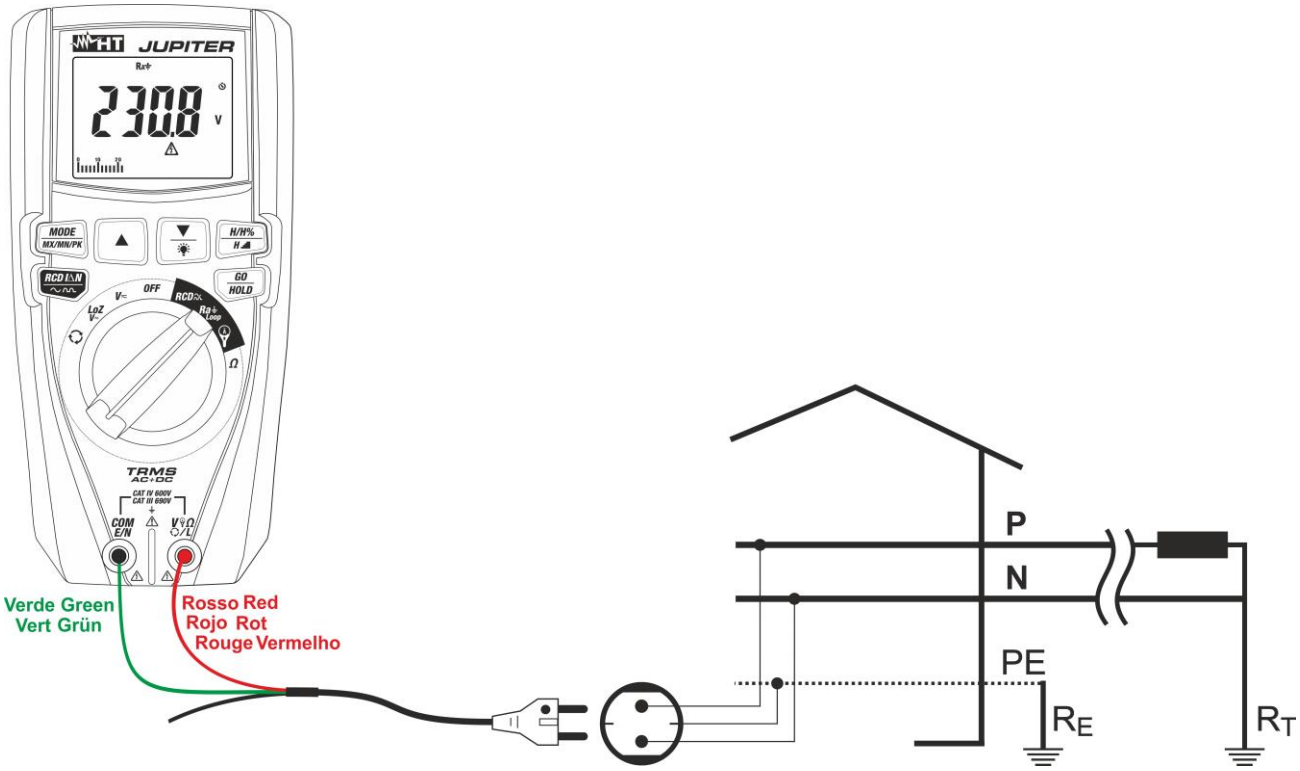

Fig. 23: Utilisation de l'instrument pour mesurer l'impédance de Loop L-PE avec câble avec prise Schuko.
5. **Pour mesurer la Loop L-PE** si on utilise le câble avec la fiche Schuko, introduire le conducteur rouge dans la borne d'entrée **VΩ L** et le conducteur vert dans la borne d'entrée **COM/E/N** puis connecter l'instrument à l'installation sous test (voir Fig. 23). La valeur de la tension Phase-Terre apparaît à l'écran.